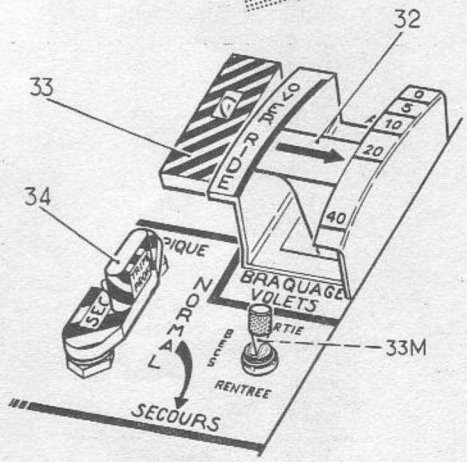

FIGURE 3 - POSTE DE PILOTAGE
0.2.3 - Poste de pilotage : banquette, flanc et panneau latéral gauches (Fig. 3)